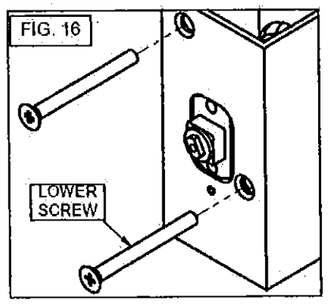

FIG. 16
b. Secure the cylinder escutcheon assembly to the stile with the 2" long flat head screws provided. Note: the lower screw nests into a boss in the center block. (Fig. 16)